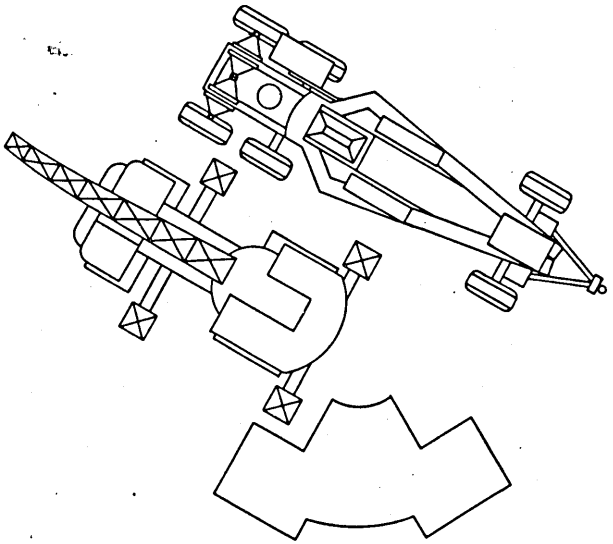
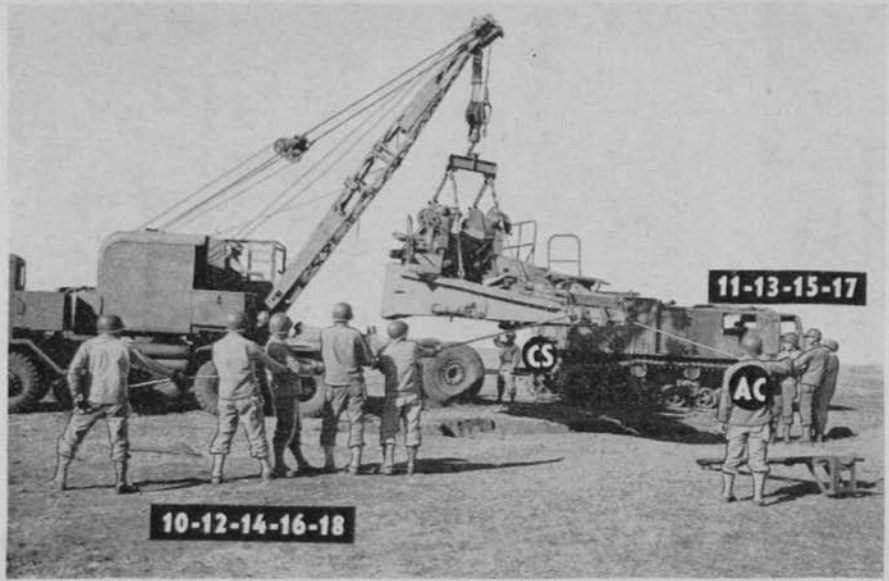

Figure 21. Carriage load in position beside crane truck.
Figure 22. Lowering carriage over pit.
(6) The carriage load is moved as close as possible and parallel to the crane truck. (See fig. 21.)
(7) The spade traveling clamps are loosened.
(8) A guide rope is attached to the trail ends.
(9) The swinging platforms on the carriage are bolted in the middle position.
(10) The lifting sling is attached to the carriage.
(11) The valve to the equilibrator pressure tank is closed.
(12) The carriage is lifted from the transport wagon and placed over the pit.
(13) The lifting sling and guide rope are removed from the carriage.
(14) The valve to the equilibrator pressure tank is opened.
b. Detailed duties of members of section. (1) The chief of section commands: CARRIAGE. This command should be given before the crane is in position in order that the carriage may be prepared during the final preparation of the crane. The gunner supervises the work of cannoneers Nos. 1 to 9 and the ammunition corporal Nos. 10 to 18.
(2) Nos. 1 to 6 remove the top carriage cover, pass it to Nos. 7 and 8, who fold the cover and place it on the side of the pit not occupied by the crane.
(3) Nos. 4 and 5 swing the platforms to the middle position.
(4) Nos. 1 and 2 loosen the spade traveling clamps.
(5) No. 3 unfastens the carriage hold-down bolts.
(6) No. 6 screws the inside spade jacks out of their traveling sockets.
(7) Nos. 7 and 8 remove the trail cross braces and the taper stud bolts and cap screws.
(8) No. 9 removes the loading ramp and places it 5 yards to the rear of the recoil pit.
(9) Nos. 8 and 9 attach the guide rope to the trail ends.
(10) Directed by the gunner, the driver of the carriage load prime mover maneuvers the carriage into position beside the crane. (See fig. 21.)
(11) Nos. 3 to 6 attach the lifting sling and extension cables to the carriage.
(12) The artillery mechanic closes the valve to the equilibrator pressure tank.
(13) The gunner reports to the chief of section when the carriage is prepared.
(14) The chief of section commands: GUIDE ROPE.
(15) Directed by the chief of section, the crane operator lifts the carriage, swings it around, and places it in its position over the pit.
(16) Nos. 8 and 9 remove the guide rope from the trail ends.
(17) Nos. 3 to 6 detach the lifting sling and extension cables from the carriage and the extension cables from the sling.
(18) The artillery mechanic opens the valve to the equilibrator pressure tank.
(19) Nos. 10 to 18 stand by the guide rope and maneuver the carriage during the lifting operation, under the direction of the ammunition corporal. (See fig. 22.)